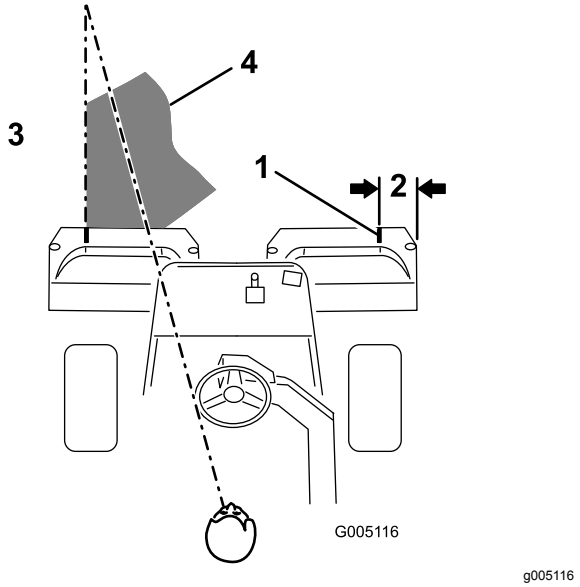

**Figur 26**
**Obs:** Etablera en tänkt siktlinje ca 1,8 till 3 m framför maskinen till kanten av den oklippta delen av greenen så att du klipper i en rak linje och håller maskinen på ett jämnt avstånd till förra klippvändans kant (Figur 26). Inkludera rattens ytterkant i siktlinjen, dvs. håll rattkanten i linje med en punkt som alltid är på samma avstånd från maskinens framkant.